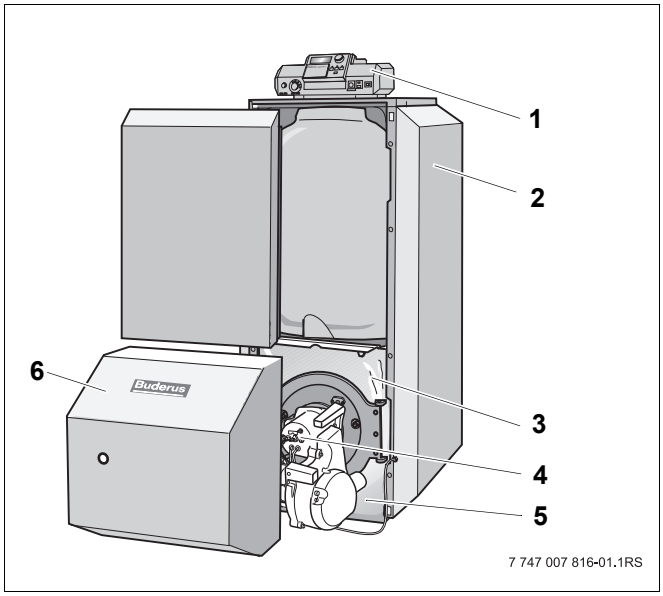

Fig. 1 Caldera S125 ECO T BE con acumulador de agua
1. Caldera con acumulador de agua instalado S125 ECO T - BE (➔ fig. 1)